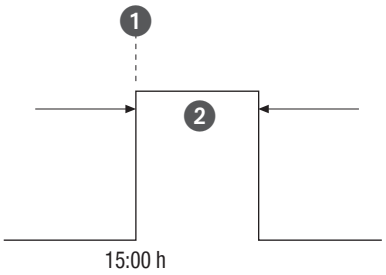

Fig. 31: Commutation d'impulsions
- (Fig. 31/❶) heure de démarrage
- (Fig. 31/❷) durée = commutation MARCHE